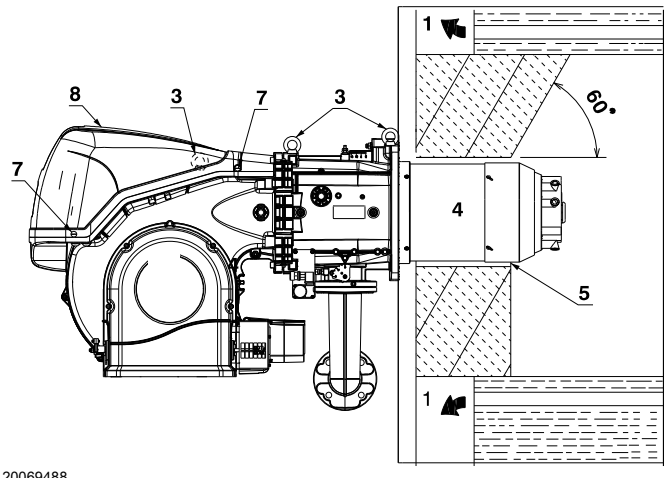

图 16
带前烟道 1)(图 16) 或中心回焰式炉膛的锅炉，其使用耐火材料制成的保护性炉补 5) 必须装于锅炉炉补 2) 和燃烧筒 4) 之间。
对于带水冷却前板的锅炉，则不需要耐火材料制成的炉补2)-5)(图 16)，除非锅炉制造商另有要求。
拆掉保护罩 8) 上的固定螺丝 7)，使用吊环 3) (图 16)。
- ➤ 将随附的隔热垫安装到燃烧筒 (4) (图 16) 上。